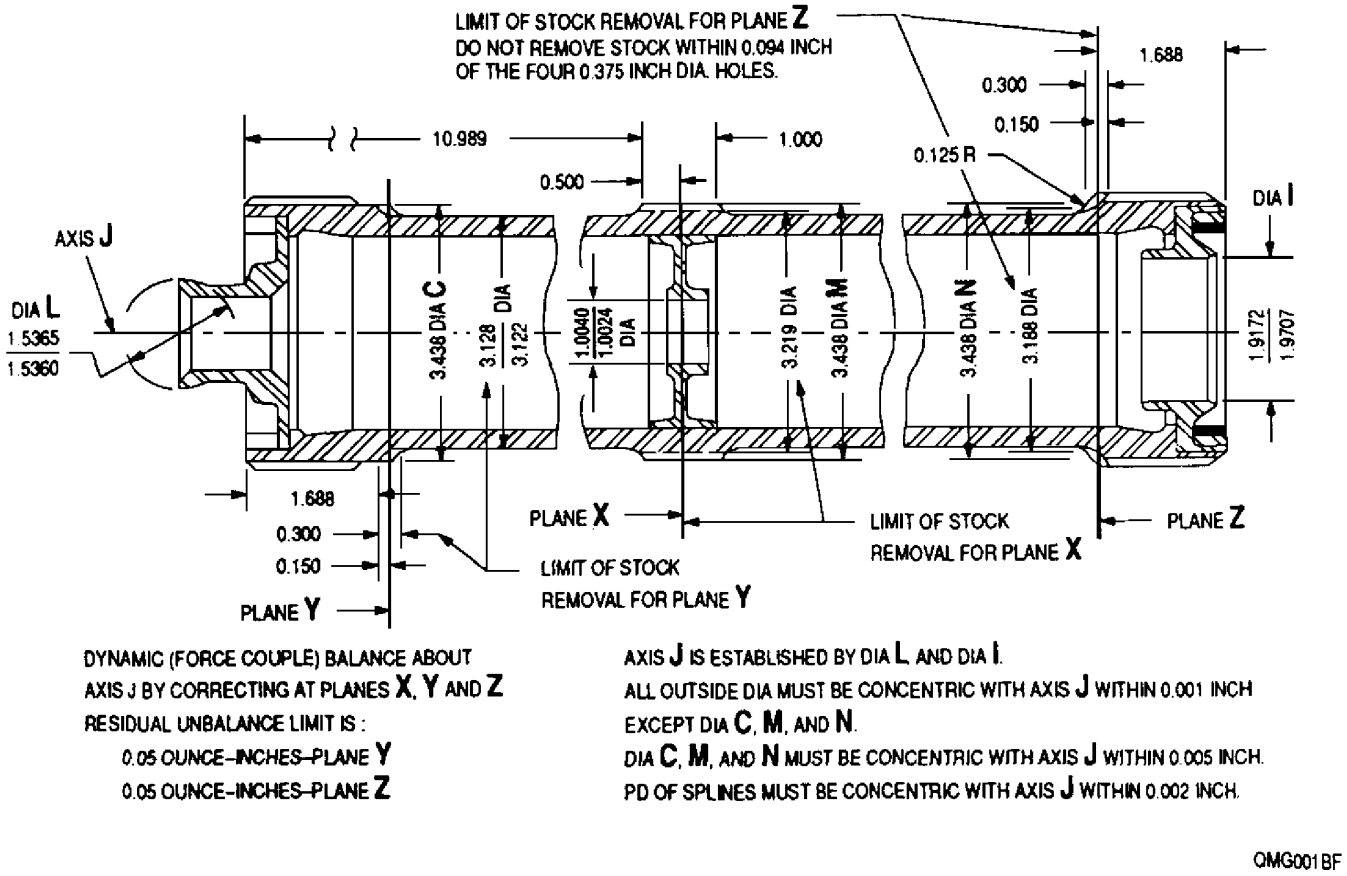

Figure 11. Turbine Coupling Shaft Assembly Machining and Balancing Details
b. Dynamic (force couple) balance the assembly (figure 11).